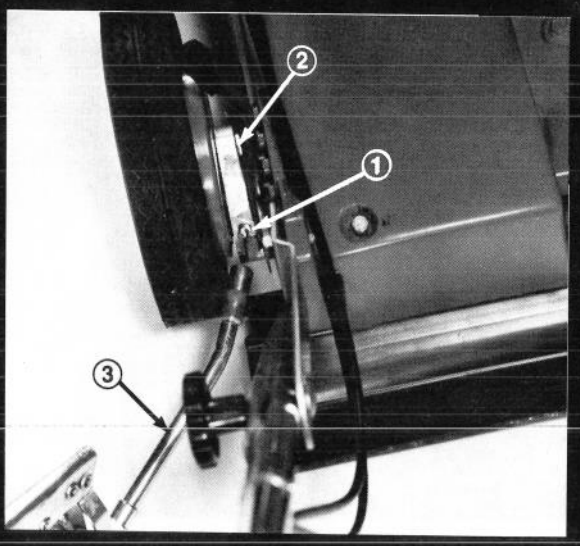

Figure 24
1. Set height-of-cut to center height setting (C).
2. Install grease gun onto fitting and apply grease (Fig. 24). (Approximately 2-3 pumps.)